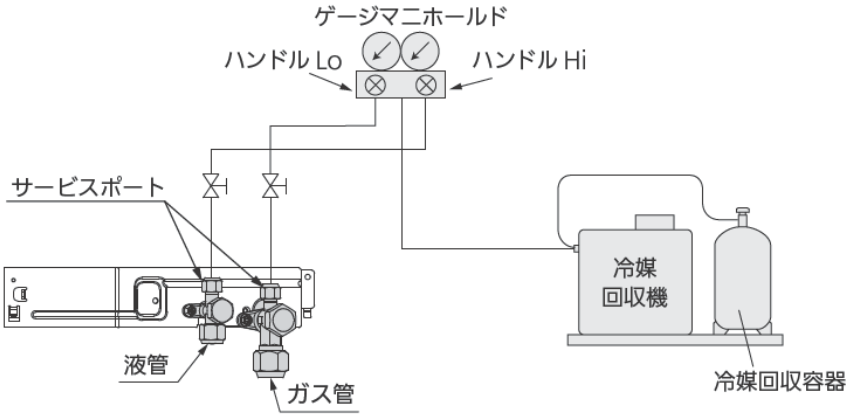

図5
3) 室外ユニットのガス管、液管の各サービスポートに冷媒回収機を接続します。(図5)